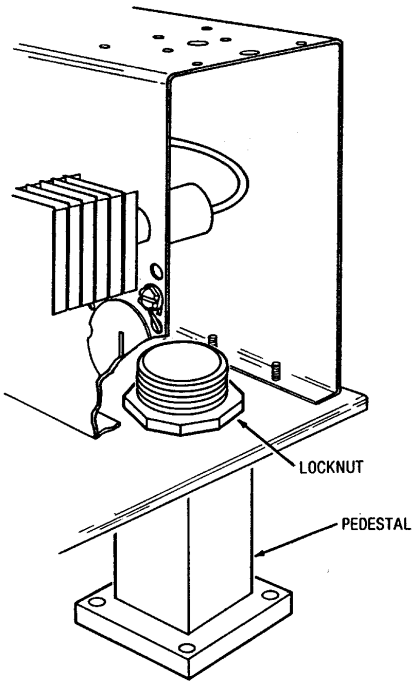

Figure 8
4. To locate the mounting holes in the floor, mount the pedestals through the 1-23/32" holes in bottom of the heater and secure with top locknuts (Figure 8).